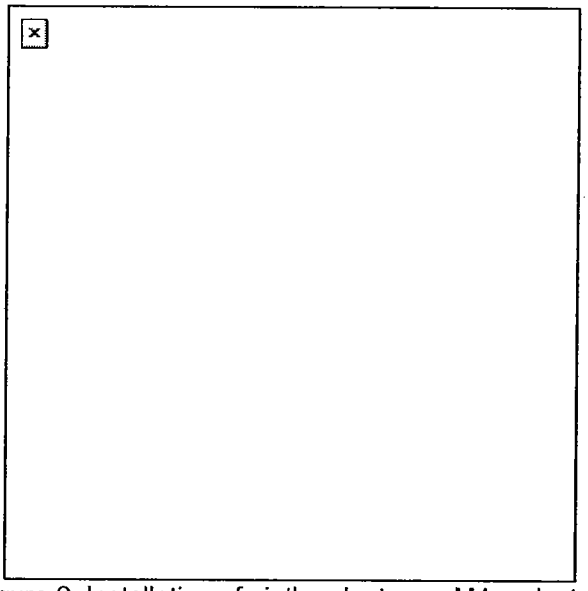

Figure 2. Installation of pintle adapter on M4 pedestal.
(1) Using a 3/8-inch, open-ended wrench, loosen the HMMWV pedestal and the pintle adapter lock screws. Turn all four screws counterclockwise until the threaded ends are flush with the pedestal's inner wall.
(2) Insert the pintle adapter assembly into the HMMWV pedestal. Tighten the lock screws. Using a 3/8-inch, open-ended wrench, turn the screws clockwise to tighten them. Pull upward on the pintle adapter to make sure it is secure.
(3) Remove the pintle adapter quick release pin. Press in on the pin's quick release button, and pull the pin from the pintle adapter.
b. M4 pedestal (Figure 2).